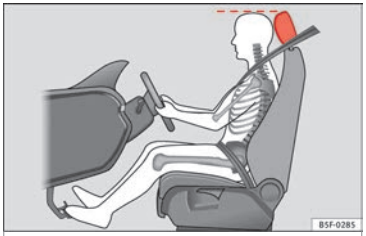

Fig. 95 Posición correcta del apoyacabezas del conductor.
– Ajuste el apoyacabezas de modo que el borde superior del mismo quede a la altura de la parte superior de su cabeza ››› fig. 95.